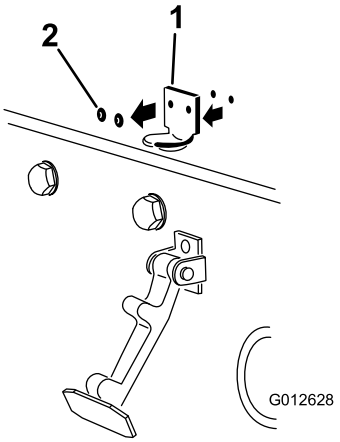

Figur 12
2. Fjern de to naglene som fester panserlåsbraketten til panseret (Figur 12). Fjern de to panserlåsbrakettene fra panseret.